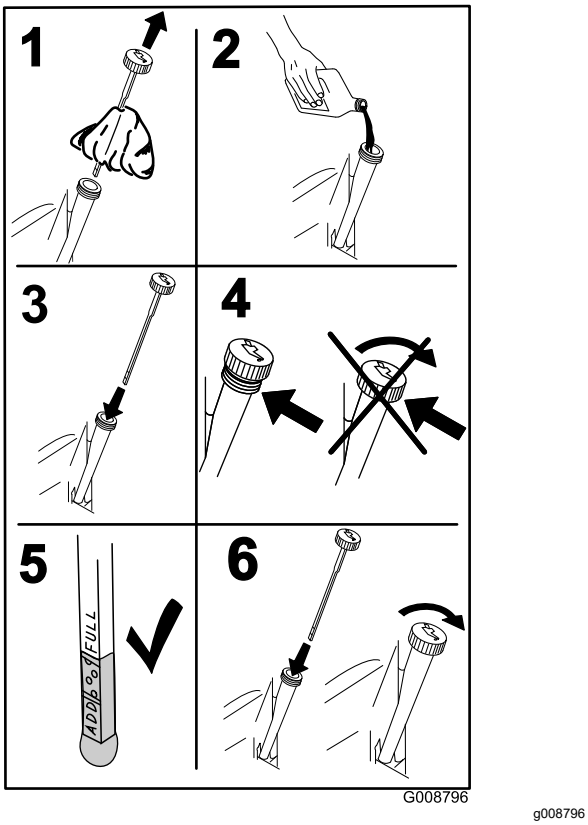

Rysunek 40
4. Wyjmij wskaźnik poziomu i przetrzyj go czystą szmatką (Rysunek 40).